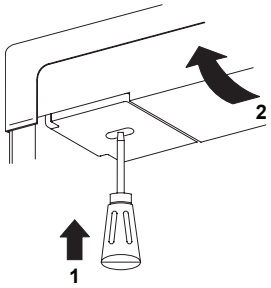

Fig. 14
a) Remove the top decoration panel. Open the door and gently push the tabs out of the hole in the hinge with a flat blade screwdriver, (both sides), see Fig. 14.